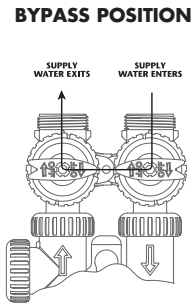

FIGURE 2
2. **Position de by-pass :** Les poignées d'entrée et de sortie pointent vers le centre de la vanne by-pass. Le système est alors isolé de la pression de l'eau du circuit. L'eau non traitée est envoyée vers le bâtiment **(Fig. 2)**.